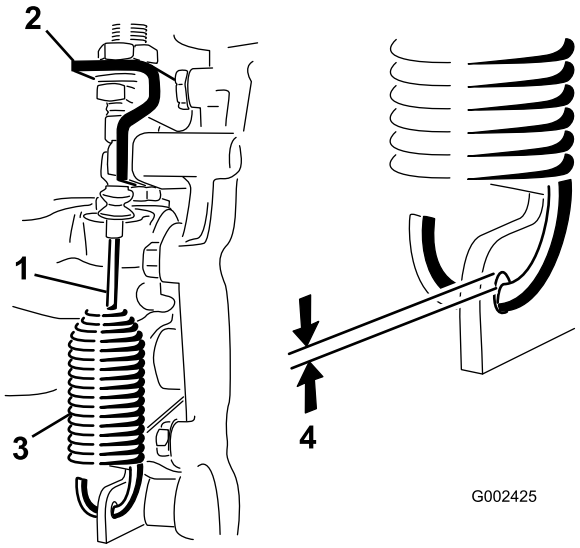

Figur 52
2. Løsne på låsemutterne som fester differensialsperrekabelen til braketten på transakselen (Figur 52).